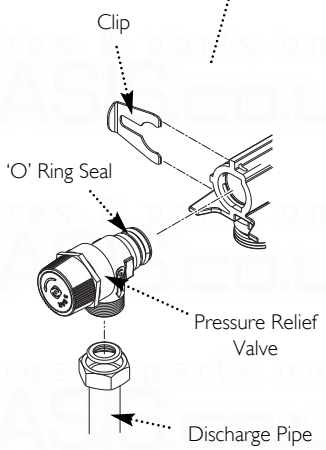

Fig. 93
14.17 Safety Pressure Relief Valve (Fig. 93)